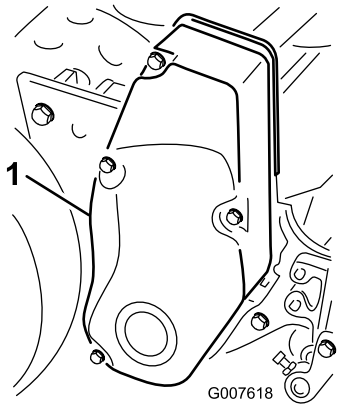

Figur 38
1. Ta bort fästskruvarna på remkåpan och sedan remkåpan så att remmen blir synlig (Figur 38).